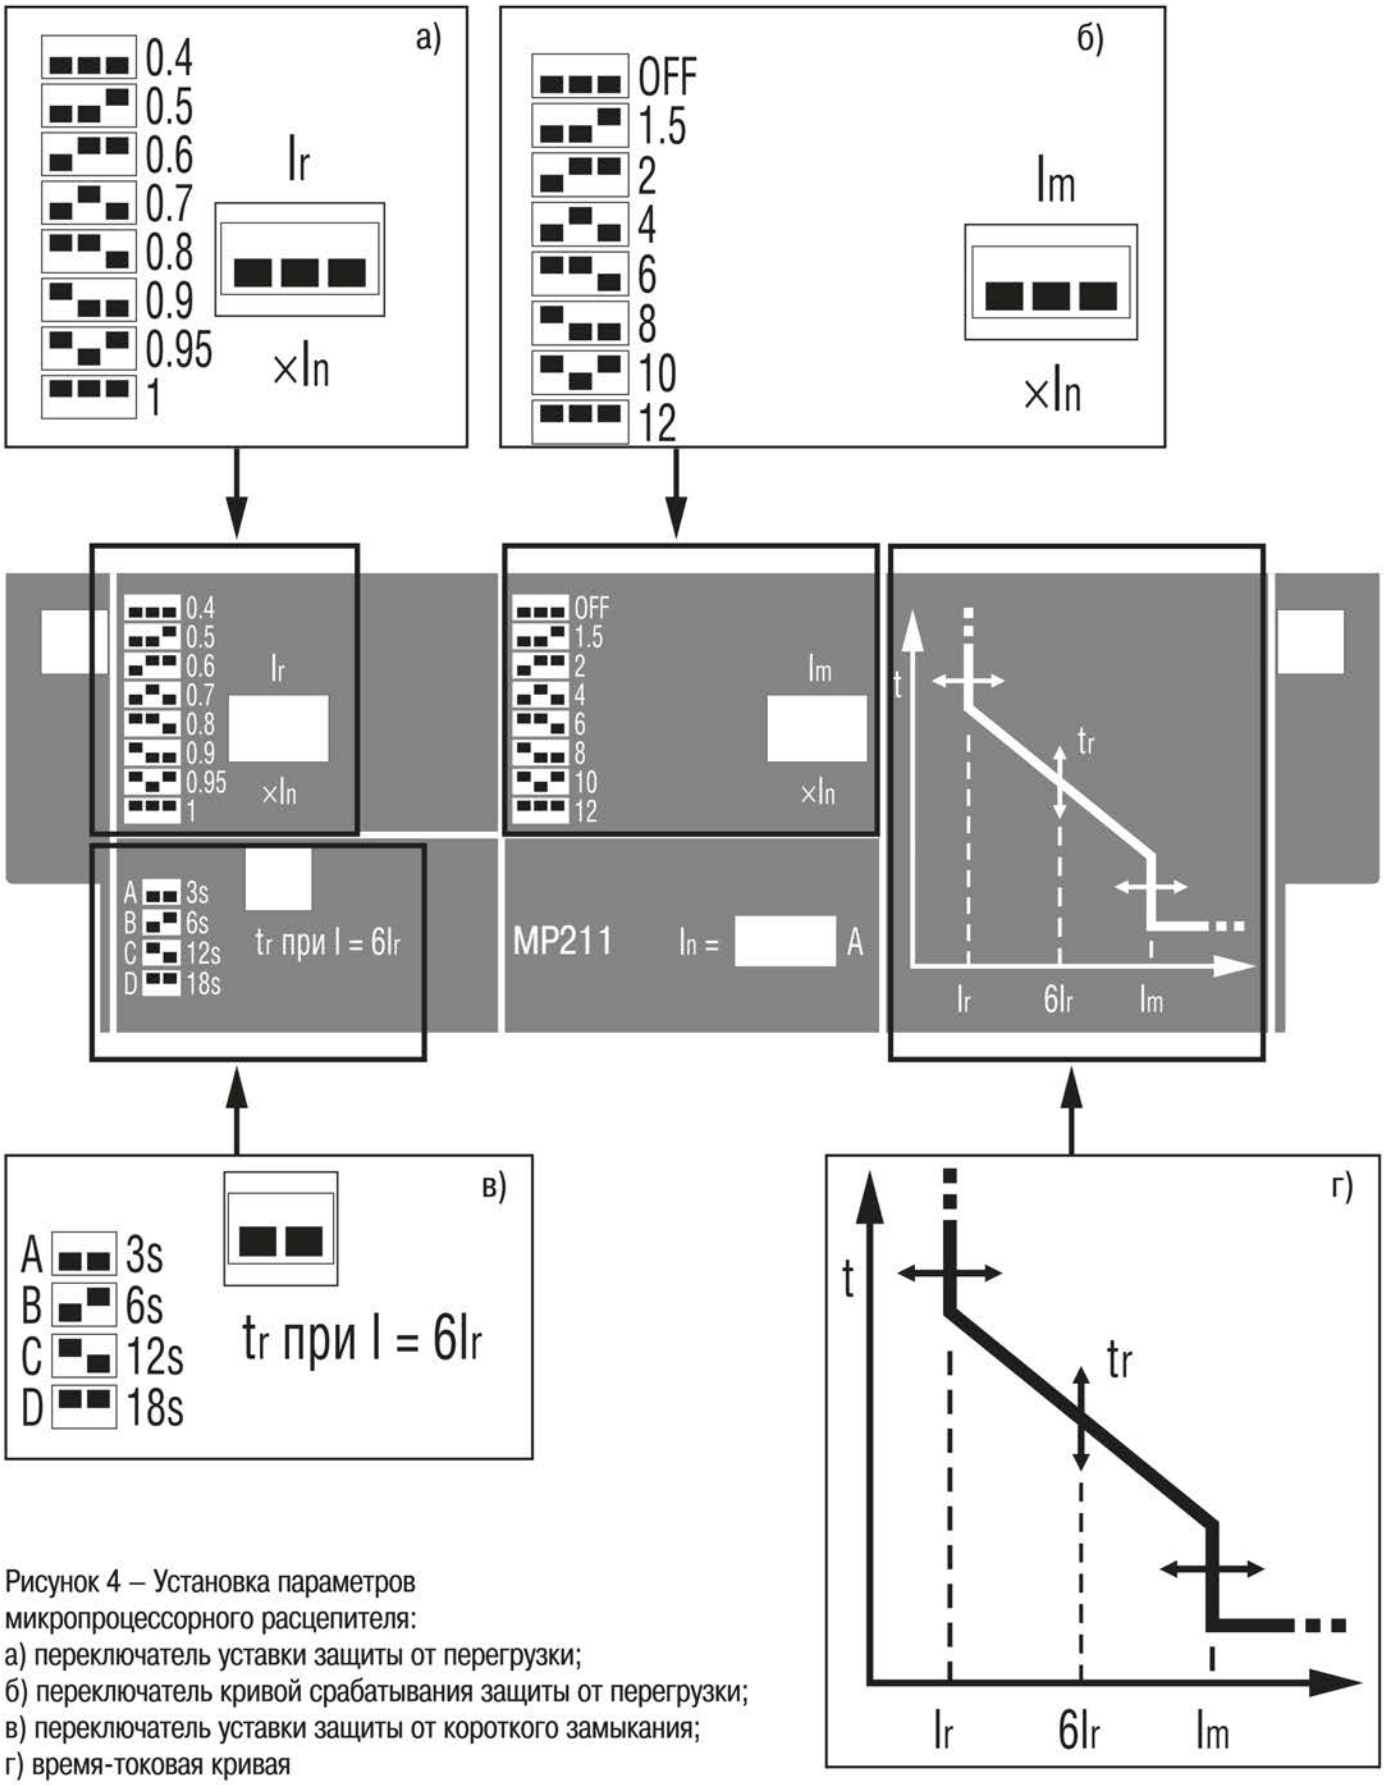

Рисунок 4 – Установка параметров микропроцессорного расцепителя:
4.11 Защитные характеристики (уставки срабатывания) выбираются потребителем непосредственно на передней панели выключателя установкой DIP-переключателей согласно приведенной мнемосхеме (рисунок 4).